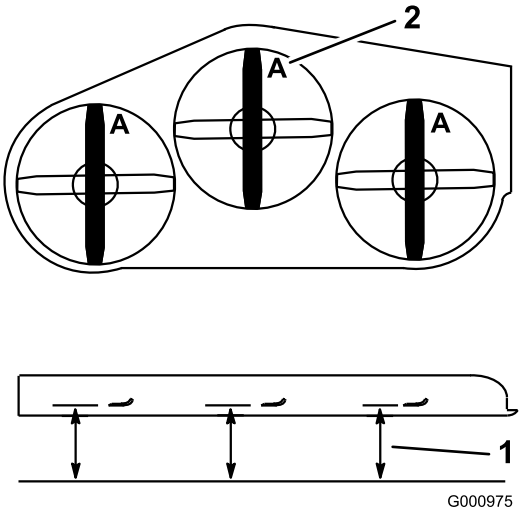

Figur 88
3. Drej knivene, indtil enderne vender fremad og bagud (Figur 88). Mål fra en plan overflade til skærekanten, position **A**, på knivene(Figur 88). Noter dette mål.